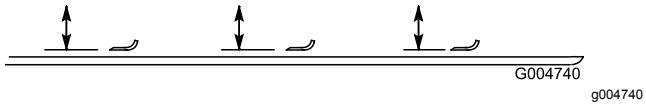

Figuur 111
2. Draai het mes totdat de uiteinden in de lengterichting liggen (Figuur 111). Meet de afstand vanaf de binnenkant van het maaidek tot de voorste snijrand van het mes. Noteer deze afstand.